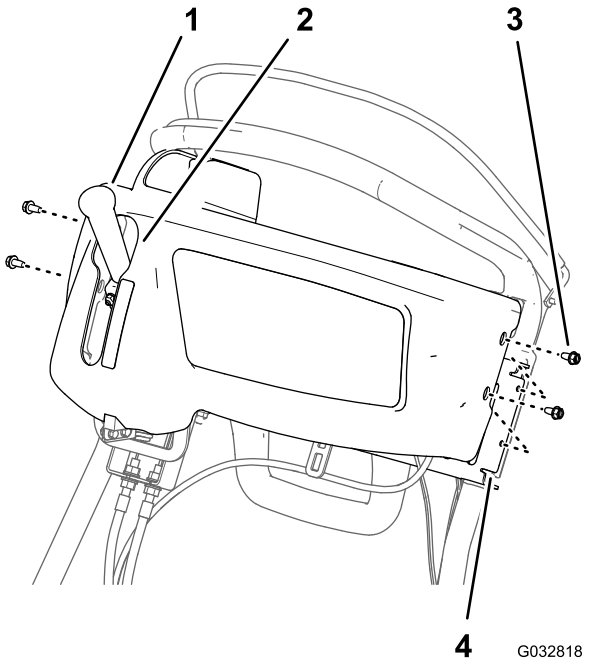

Figura 19
1. Alinee la ranura de bocallave de la tapa del panel de control con la palanca de engranado de la tracción y del molinete (Figura 19).
2. Alinee los orificios al costado de la tapa del panel de control con los orificios en el soporte para los manillares (Figura 19).